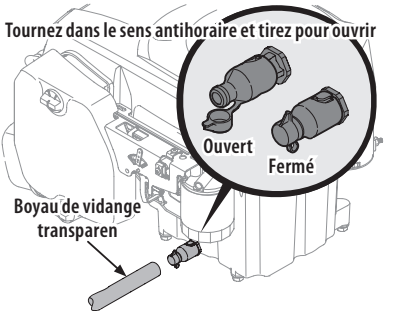

Fig. 34
4. Retirez le capuchon protecteur de la soupape de vidange (Fig. 34).